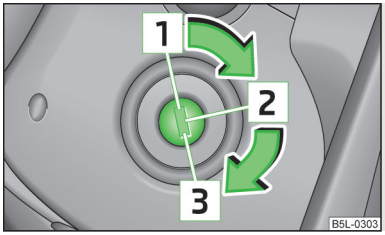

Fig. 102
- When driving, the ignition key must always be in the position 2 » Fig. 102 on page 118 (ignition switched on) without the engine running. This position is indicated by the indicator lights coming on. If this is not the case, this could result in unexpected locking of the steering wheel – risk of accident!
If the **steering is locked** and the key cannot or can only be turned with difficulty into the position 2 » Fig. 102, move the steering wheel back and forth and the steering lock will unlock.
› Fully depress and hold the clutch pedal, switch on the ignition 2 » Fig. 102 on page 118 and start 3 - do not operate the accelerator. Depress the clutch pedal until the engine starts.
Switch off the engine by turning the ignition key into position 1 » Fig. 102 on page 118.